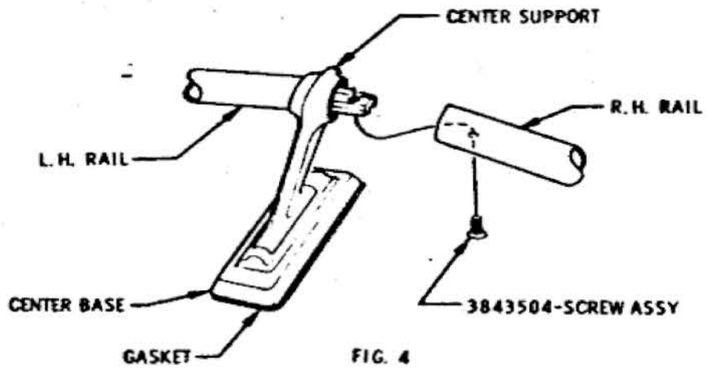

FIG. 4
3. FASTEN RAILS TO SUPPORT ASSEMBLIES. SEE FIGS. 4, 5, AND 6.